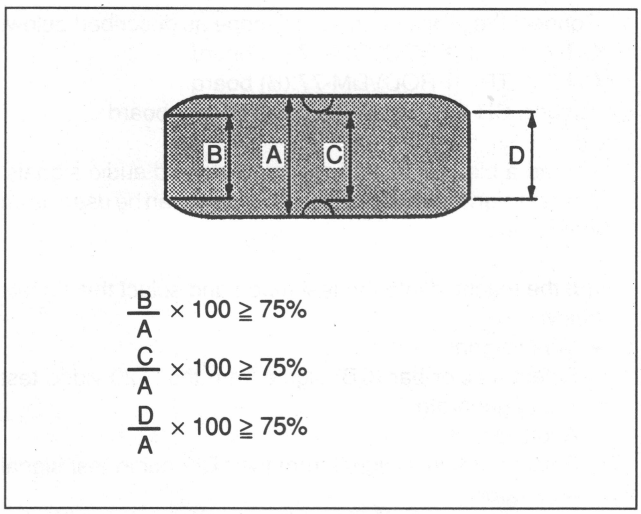

Fig. 8-10-3 Self Recording/Playback Waveform Check (2)
4. Check that the RF waveform shown in Fig. 8-10-3 satisfies the specification.